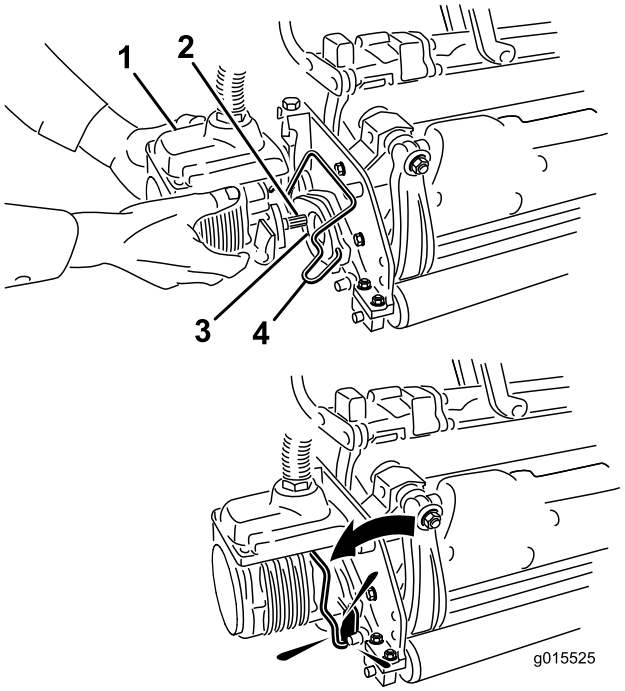

Figur 35
6. Dekk kileakselen i klippeenhetsmotoren med rent smørefett (Figur 35).
7. Sett motoren inn på klippeenhetens venstre side (fra brukerens synspunkt), og dra motorholdebøylen på klippeenheten mot motoren til du hører et "klikk" på begge sider av den (Figur 35).